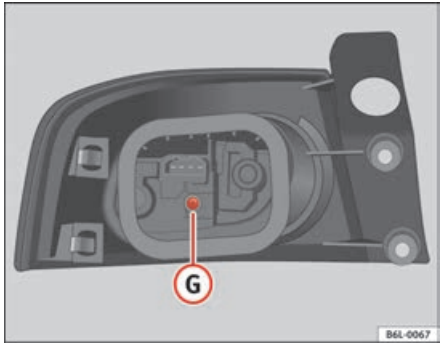

Fig. 167 Rear lights on bodywork
– Unscrew the bolt (G) ⇒ fig. 167.